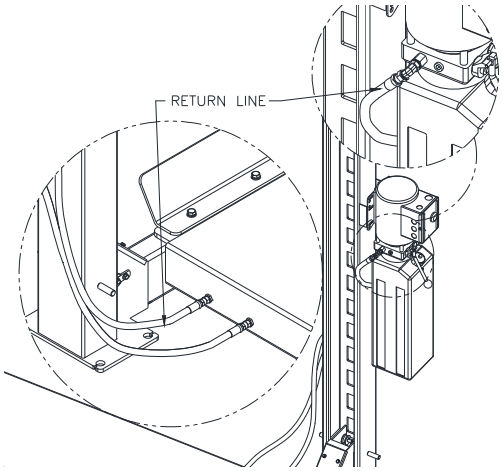

Fig 17 – Return Line, Front
33) Remove the 3/8-18 NPT plug on the side of the power unit and attach the 90-degree elbow at a slightly downward angle. Secure the hose to the bulkhead shown in **Fig 17**.